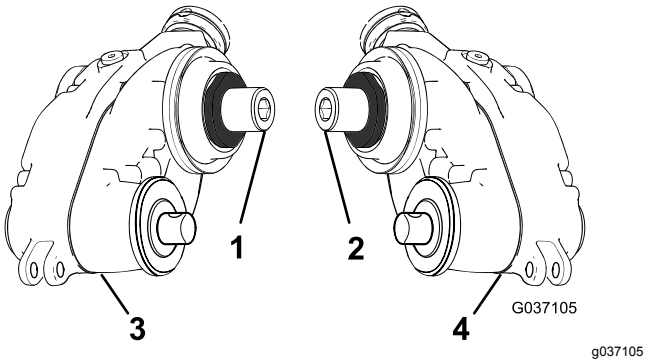

Figure 7
1. Identify the left drive groomer drive boxes and the right-drive groomer drive boxes; refer to Figure 7.